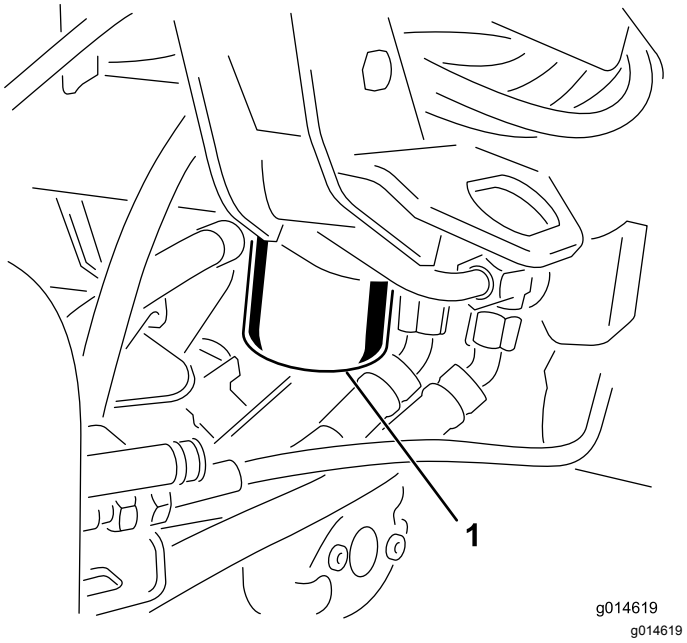

Rysunek 41
1. Wyczyścić obszar wokół mocowania filtra (Rysunek 41). Umieścić miskę pod filtrem i usunąć filtr.